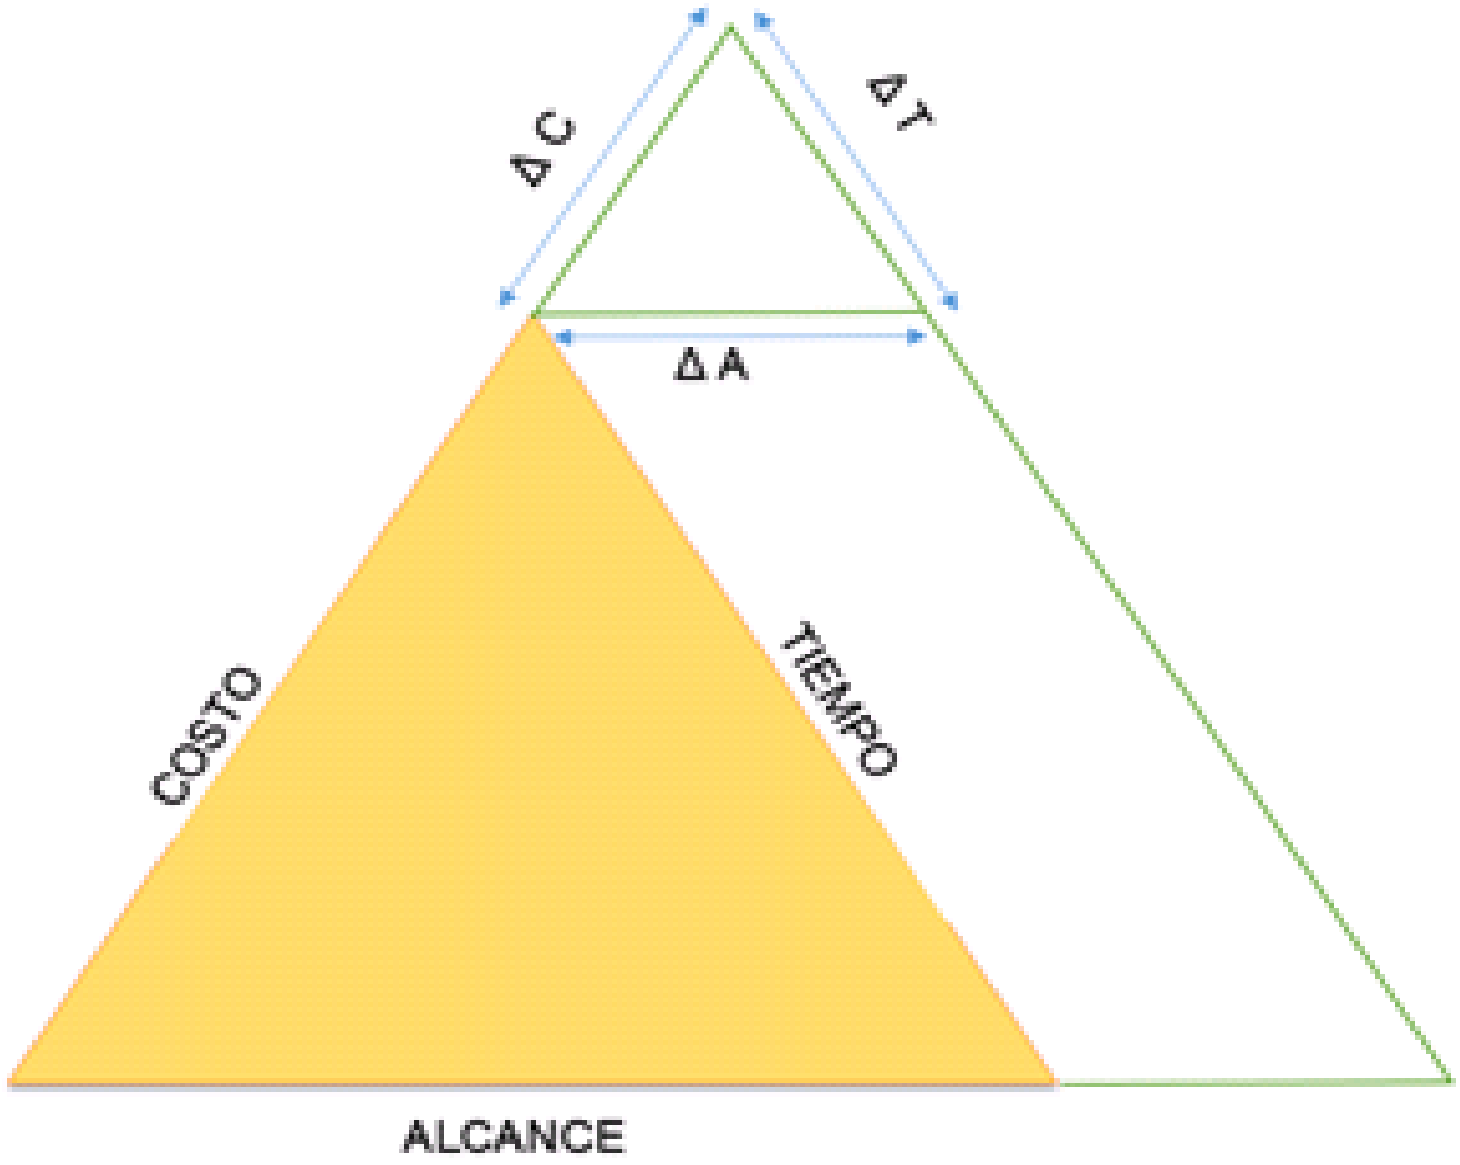

Imagen 01. Triángulo de Hierro de la Gerencia de Proyectos de Harold Kerzner.
- El presente modelo desarrollado durante 21 años de investigación, pretende ser el nuevo paradigma para elaborar Costos y Presupuestos dinámicos, que integra Costo, Tiempo y Alcance conformando lo que Harold Kerzner denomina el triángulo de hierro de la Gerencia de Proyectos, donde las variables Costo y Tiempo crecen cuando se generan adicionales de obra y en consecuencia se incrementa el Alcance. Lo expuesto se ilustra en la imagen 01 “Triángulo de Hierro de Harold Kerzner”.
- Imagen 01. Triángulo de Hierro de la Gerencia de Proyectos de Harold Kerzner